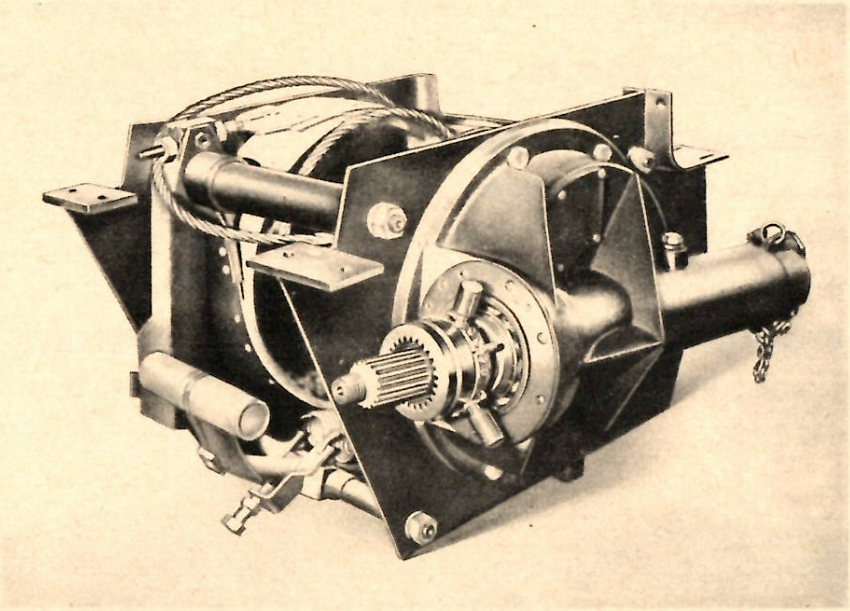

Bild 22
d) Arretierkugeln und Druckfedern (83, 84) mit Werkzeug Nr. MV 66469 in die Außenverzahnung der Antriebswelle eingesetzt (vergl. Bild 22). Bei dem Werkzeug handelt es sich um 3 innenverzahnte Segmente, die durch Scharniere miteinander verbunden sind.